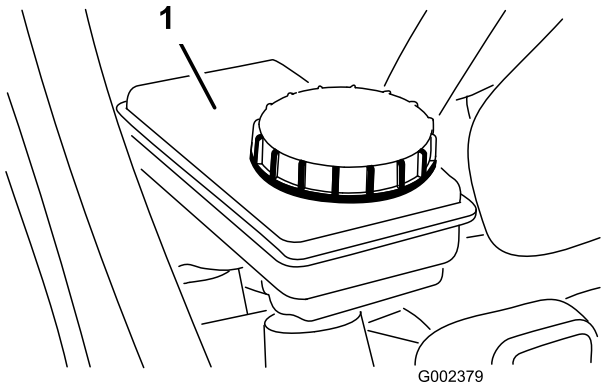

Figur 23
2. Væskenivået bør være opp til Full-linjen på tanken (Figur 23).